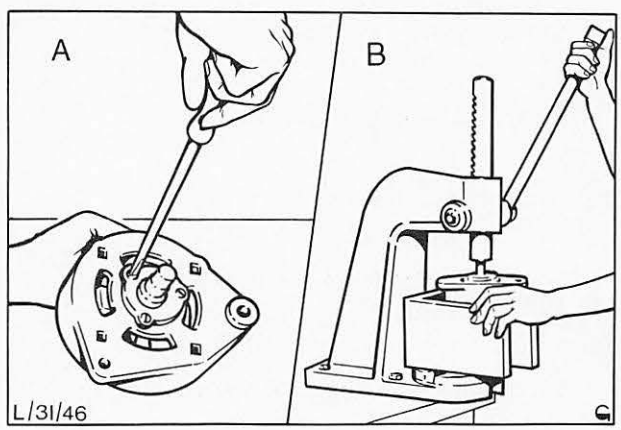

Abb. 84 Antriebslager
16. Befestigungsschrauben (3) der Antriebslagerplatte abschrauben und Antriebslagerschild auf einer Holzplatte liegend mit der Presse abziehen, Abb. 84.